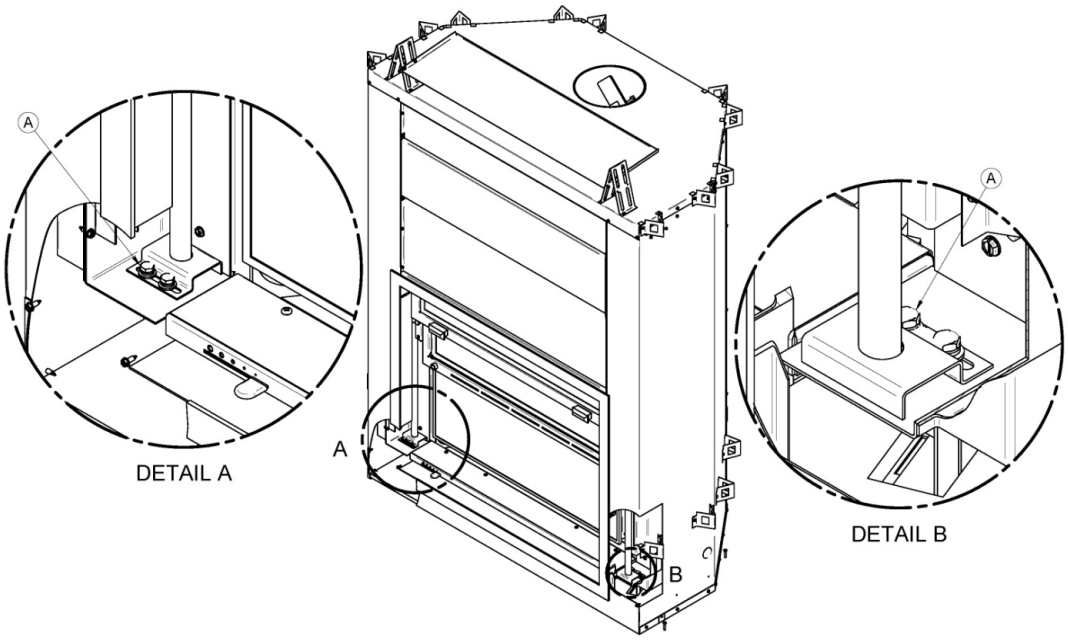

**Figure 29**
3. Dévissez les deux boulons **(A)** qui sont situées en bas à gauche de la porte **(Figure 29).**
2. Dévissez une des deux vis **(A)** qui sont situées en bas à droite de la porte grillagée **(voir Figure 29)**.